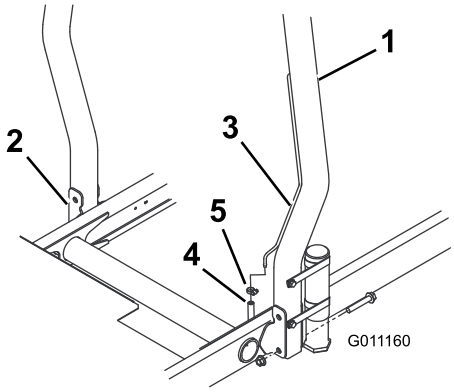

Figur 12
1. Sänk ned störtbågen till traktorenhetens monteringsfästen och passa in monteringshålen. Kontrollera att luftningsröret på störtbågen sitter på maskinens vänstra sida (Figur 12).
2. Sätt fast båda sidorna av störtbågen på monteringsfästena med två flänsskruvar och låsmuttrar (Figur 12). Dra åt fästelementen till 81 N·m.